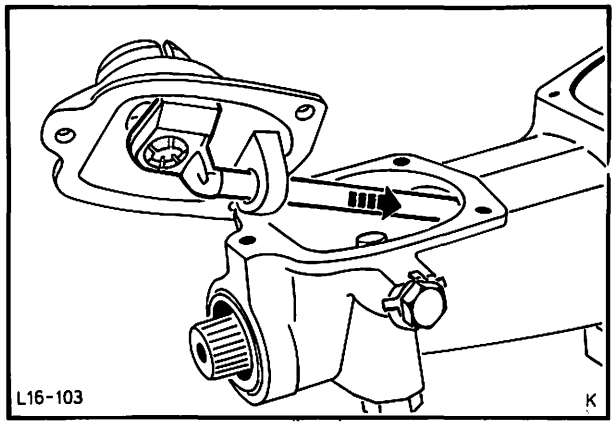

Abb. 122 Schaltdeckel montieren
58. Schaltstange in den Schaltdeckel einführen und anschließend diesen mit neuer Dichtung montieren, Abb. 122. Schrauben lose beidrehen.